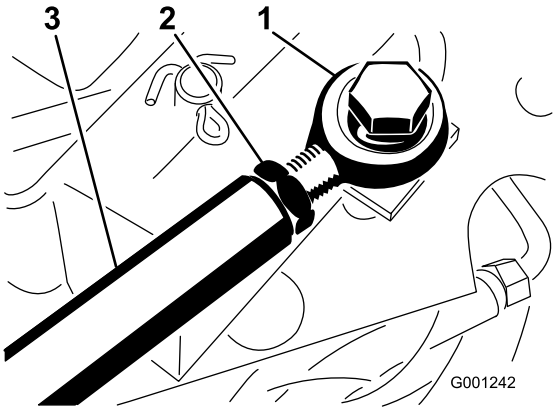

Figur 82
Justera drivstången om mer justering krävs (Figur 82), enligt följande:
2. Lossa kontramuttern som säkrar stångänden till drivstången (Figur 82).
4. Dra åt kontramuttern (Figur 82) och säkra stångänden till gaspedalen med den bult och den mutter som togs bort för att låsa fotpedalens vinkel.